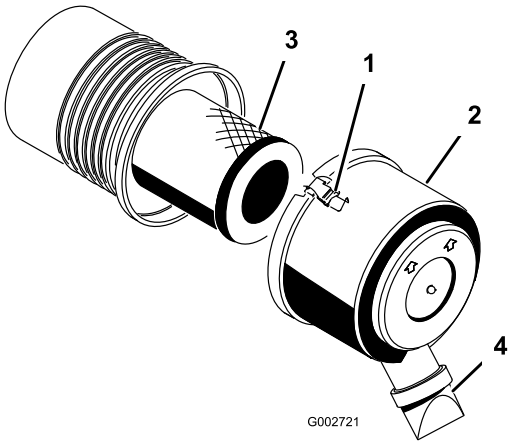

**Figuur 27**
1. Maak de sluitingen los waarmee het deksel van het luchtfilter is bevestigd aan de luchtfilterbehuizing (Figuur 27).